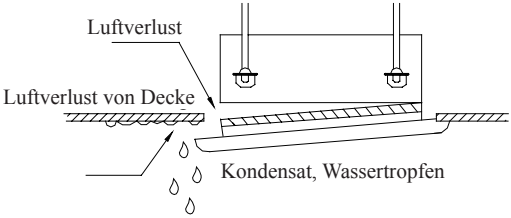

Abb. 14
1. Durch eine unkorrekte Befestigung der Schrauben können sich die Sachverhalte laut Abb. 14 ergeben.